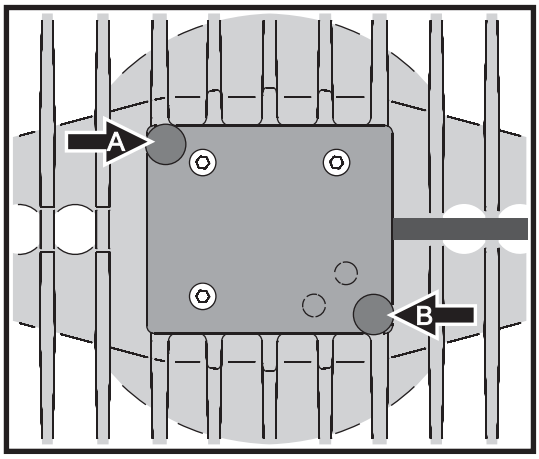

Figure 2: Lamp access cover retaining screws
2. The lampholder is an integral part of the lamp access cover. See Figure 2. Remove the two Torx screws **A** and **B** from the lamp access cover and lift the cover gently away from the fixture until the lamp is clear. Avoid straining the lamp wiring.